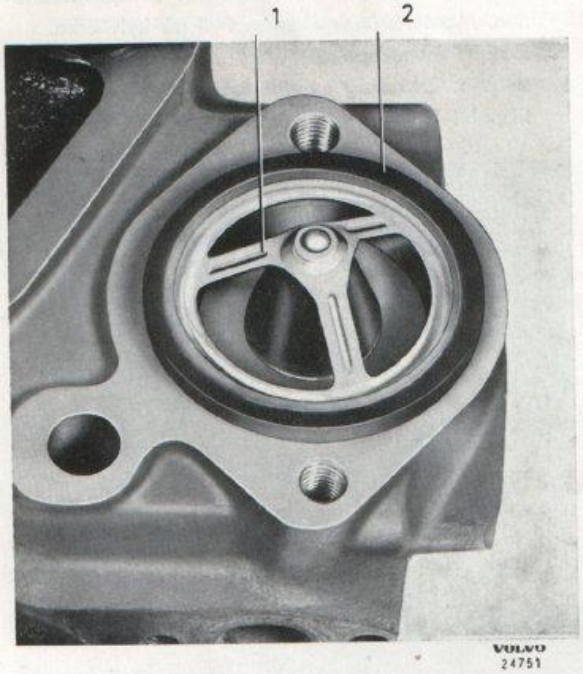

Bild 1-30. Termostat
3. Byt ut termostaten (1, bild 1-30). Använd ny packning.